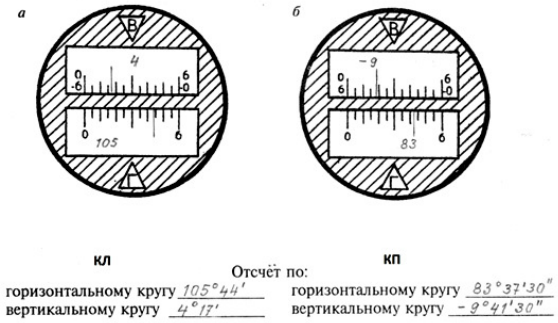

Рисунок 22.
*Теодолит 2Т30П, 4Т30П.* Цена деления лимба равна 5′ (см. Рисунок22).